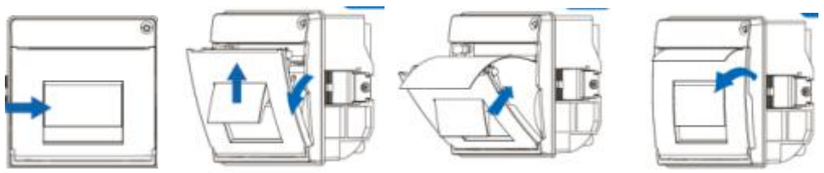

图 1　　图 2　　图 3　　图 4
1. 如图 1 所示，箭头位置轻轻扣出旋转扳手，扣出后如图 2。